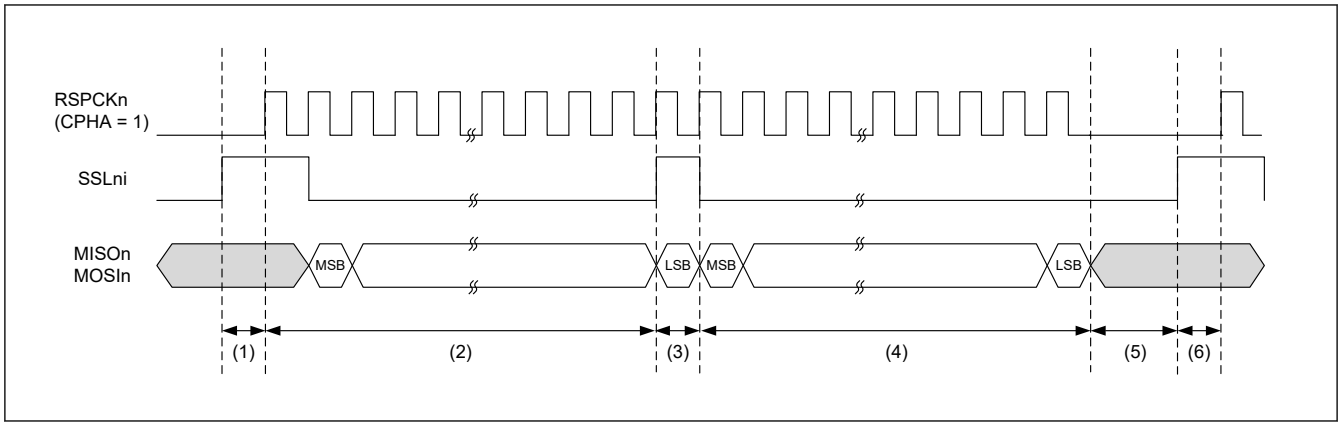

図 34.62　バースト転送の動作例 (SPFRF = 1)
- SPI コマンドレジスタ (SPCMD) の SSLni 信号レベル保持ビット (SSLKP) が 1 で、SPI コントロールレジスタ (SPCR) のバースト転送フレーム遅延選択ビット (BFDS) が 1 のときの SPCMD0～SPCMD1 を図 34.62 に示します。設定によりバースト転送を実現した場合の SSLni 信号動作とシリアルデータ MISOn/MOSIn の例を以下に示します。SSLni 出力信号の極性は、SPI SSLi 信号極性ビット (SPCR3.SSLiP) (i = 0～3) の設定値で決まります。